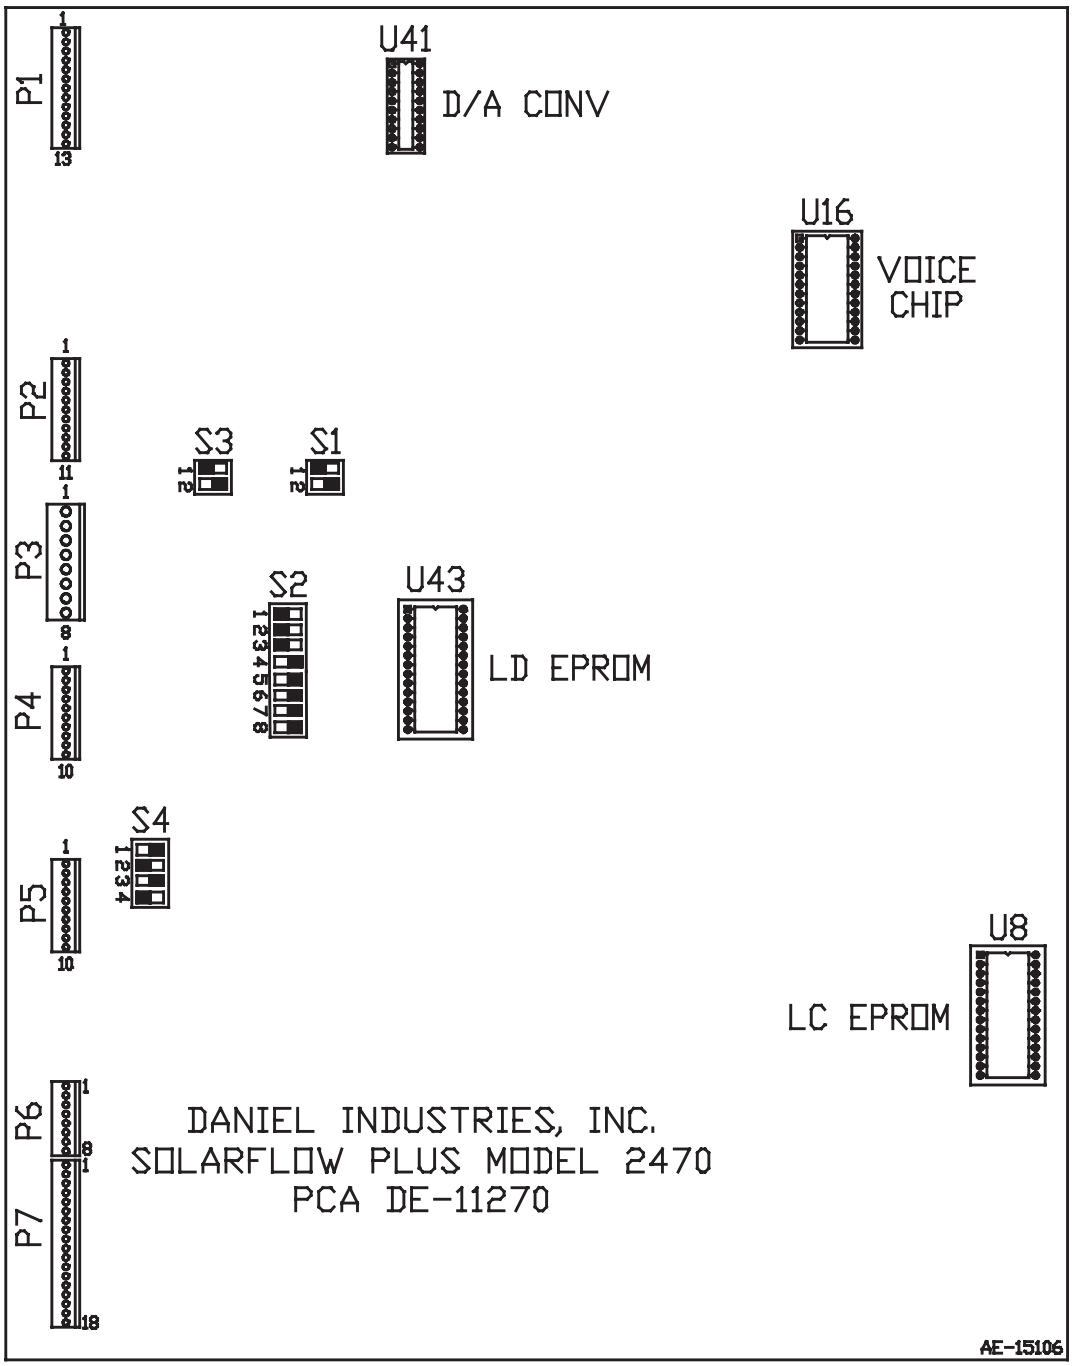
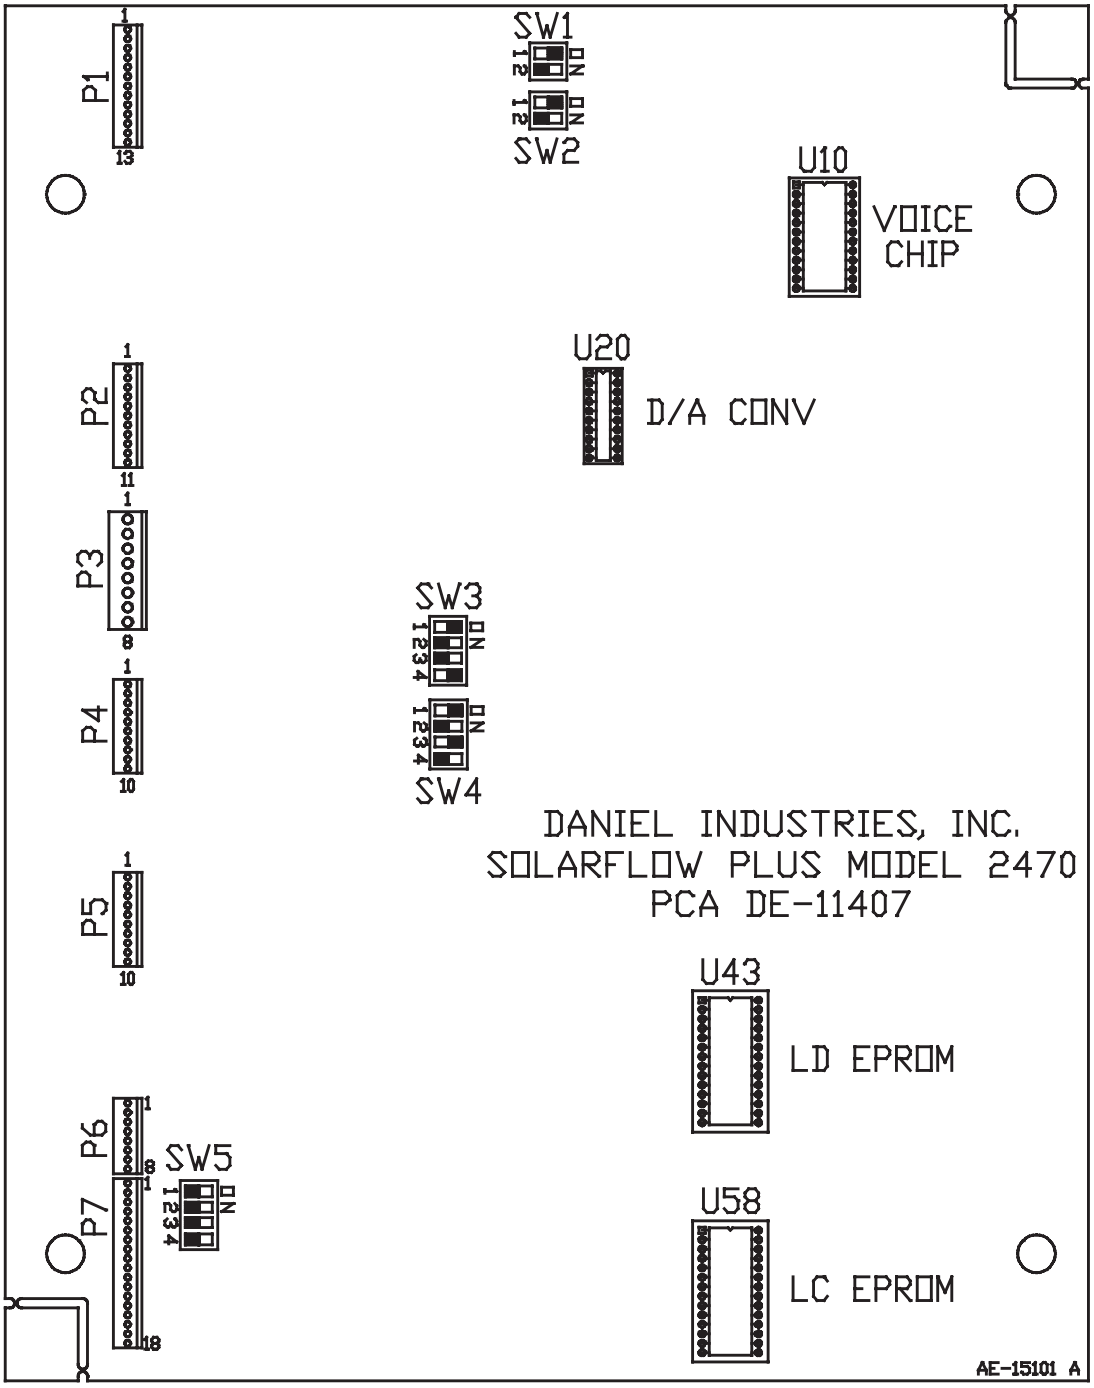

Figure 1. Model 2470 Slide Switch Locations
Figure 2. Model 2470 Slide Switch Locations
The main printed circuit (PC) Board of a SolarFlow Plus unit has several sets of slide switches that are factory set for the application installed in the unit. Figure 1 illustrates the locations *only* of the slide switches on the older PC board. This Application Manual shows the slide switch settings for this application. Figure 2 illustrates the locations *only* of the slide switch settings of the newer PC board. The PCA number on the illustration specifies the assembly of this particular board. ***If you have a newer PC board*** *(3-2470-008), the switch reference designators are different, see section 1.13.1.* Note that the slide switches use SW- reference designators on the newer PCB. For a full discussion of the slide switch settings or if the application is changed, refer to the System Reference Manual. Check your installation switch settings with the following tables.
(Refer to Figure 1.)
These slide switch settings are for newer PC Board 3-2470-008. These settings will be set at the factory when the application is known. Figure 2 illustrates the locations *only* of the slide switch settings of the newer PC board. Note that the slide switches use SW- reference designators on this newer PCB. For a full discussion of the slide switch settings or if the application is changed, refer to the System Reference Manual. Check your installation switch settings with the following tables.
(Refer to Figure 2.)